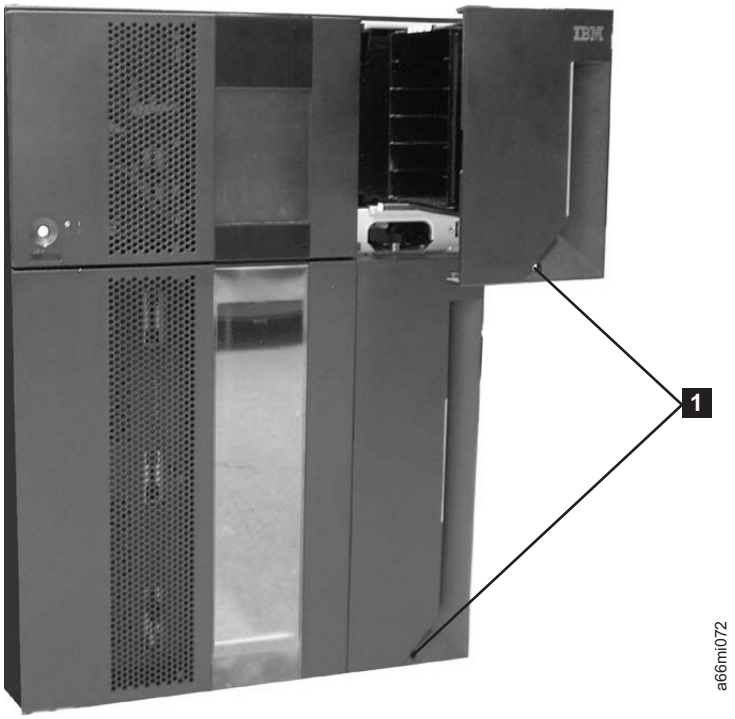

Figure 6-20. Access holes for manually unlocking I/O Station doors
There are 2 styles of I/O Station Lock mechanisms. The early style uses a T10 Torx wrench to rotate the lock mechanism. The new style has a large push-button type mechanism behind the hole (**1** in Figure 6-20) in the I/O station door.
1. Insert a T10 Torx wrench in the hole (**1** in Figure 6-20) located on the front of the I/O Station door of the library module you wish to open.
1. Insert any straight tool (screwdriver, Torx wrench, etc.) into the hole (**1** in Figure 6-20 on page 6-43) in the front cover of the I/O station.